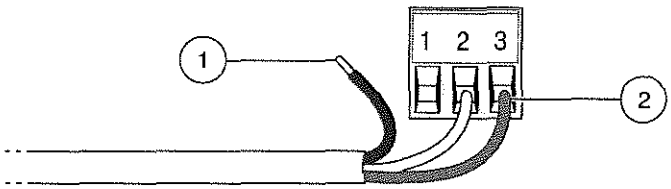

Figure 24 Proper wire preparation
2. Strip the ends of the network cable. Strip back the wire insulation ¼ inch as shown in Figure 24.